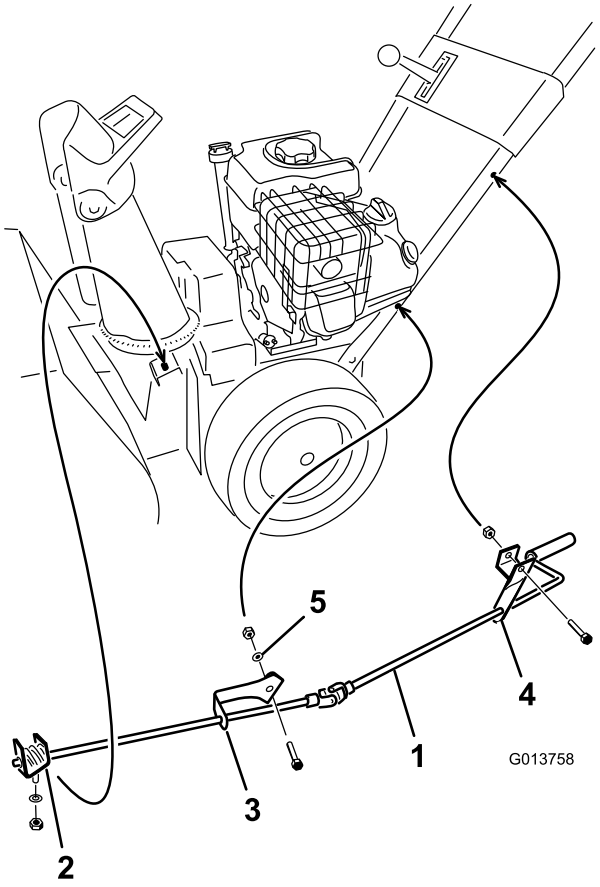

Figur 10
1. Fastgør det øverste sliskekontrolbeslag (fastgjort til sliskekontrolstangen) til øverste venstre side af håndtaget med en bolt og en låsemøtrik Figur 10.
2. Fastgør det nederste sliskekontrolbeslag (fastgjort til sliskekontrolstangen) til nederste venstre side af håndtaget med en bolt, en buet skive, en flad spændeskive og en låsemøtrik (Figur 10).
6. Stram låsemøtrikkerne, der fastgør de 2 sliskekontrolbeslag (Figur 10).